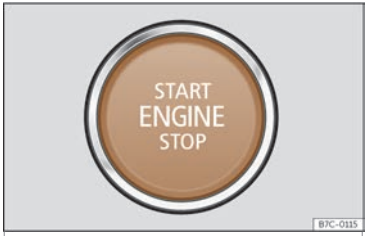

Fig. 141 Botón de arranque.
Ao acceder ao vehículo, o botón de arranque>>> **fig. 141** escintila para chamar a atención sobre el.
- Prema o botón de arranque ››› fig. 141 sen pisar o acelerador. Para que o motor arranque, debe haber unha chave válida no vehículo. Tras arrancar o motor a iluminación do botón START ENGINE STOP mantense fixa indicando que o motor está arrancado[1].
- Prema brevemente o botón de arranque ››› **fig. 141**.